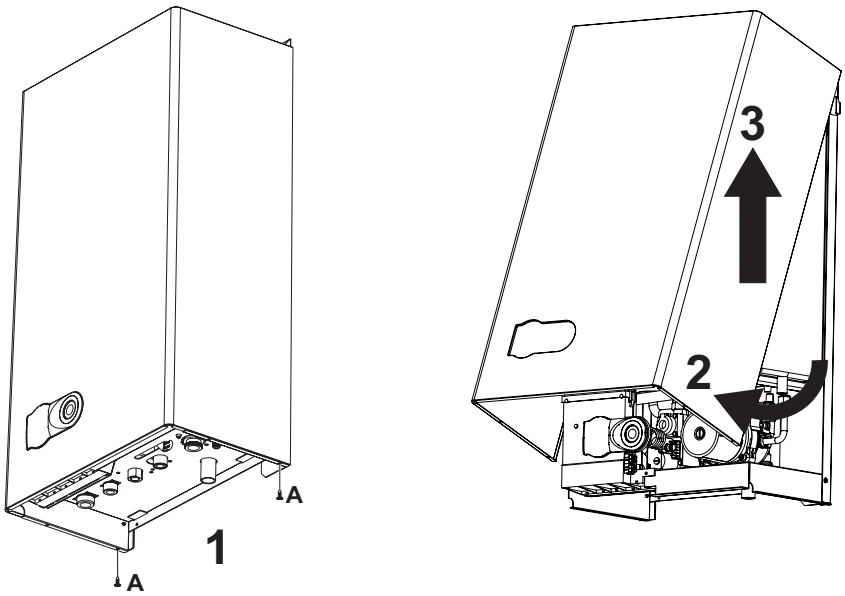

fig. 24 - Apertura de la carcasa
1. Desenroscar los tornillos A (véase fig. 24).
2. Girar la carcasa (véase fig. 24).